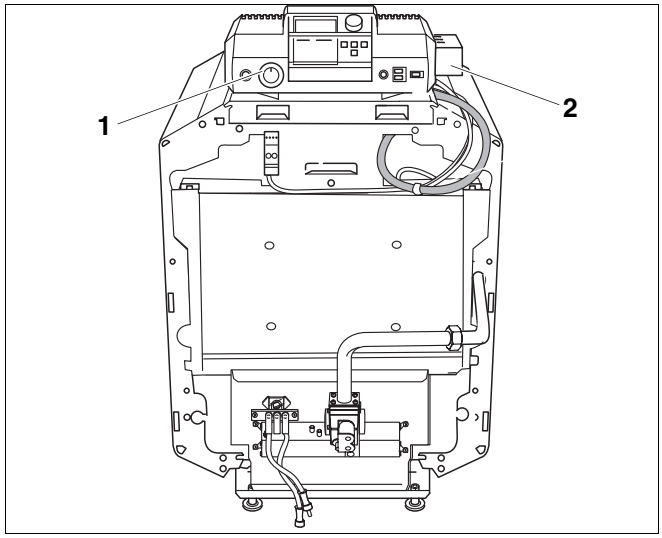

Rys. 40 Odłożenie gazowego automatu palnikowego
- Umieścić gazowy automat palnikowy (rys. 40, **poz. 2**) na kotle za sterownikiem (rys. 40, **poz. 1**).